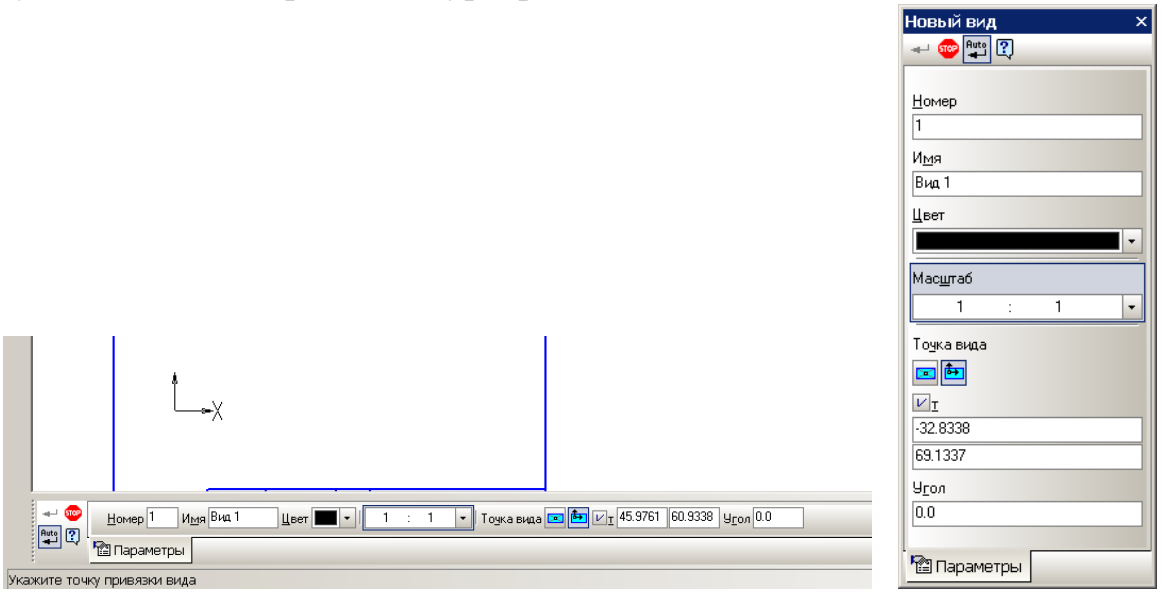

Рис. 7.16. Панель свойств команды **Новый вид**.
4.1. Выполните команду **Вставка⇒Вид**. В панели свойств **Новый вид** (рис. 7.16) оставьте все параметры создаваемого вида «по умолчанию» (**Номер** вида – 1, **Имя** вида – **Вид 1**, **Масштаб** – 1:1, **Угол** поворота системы координат – 0.0°).